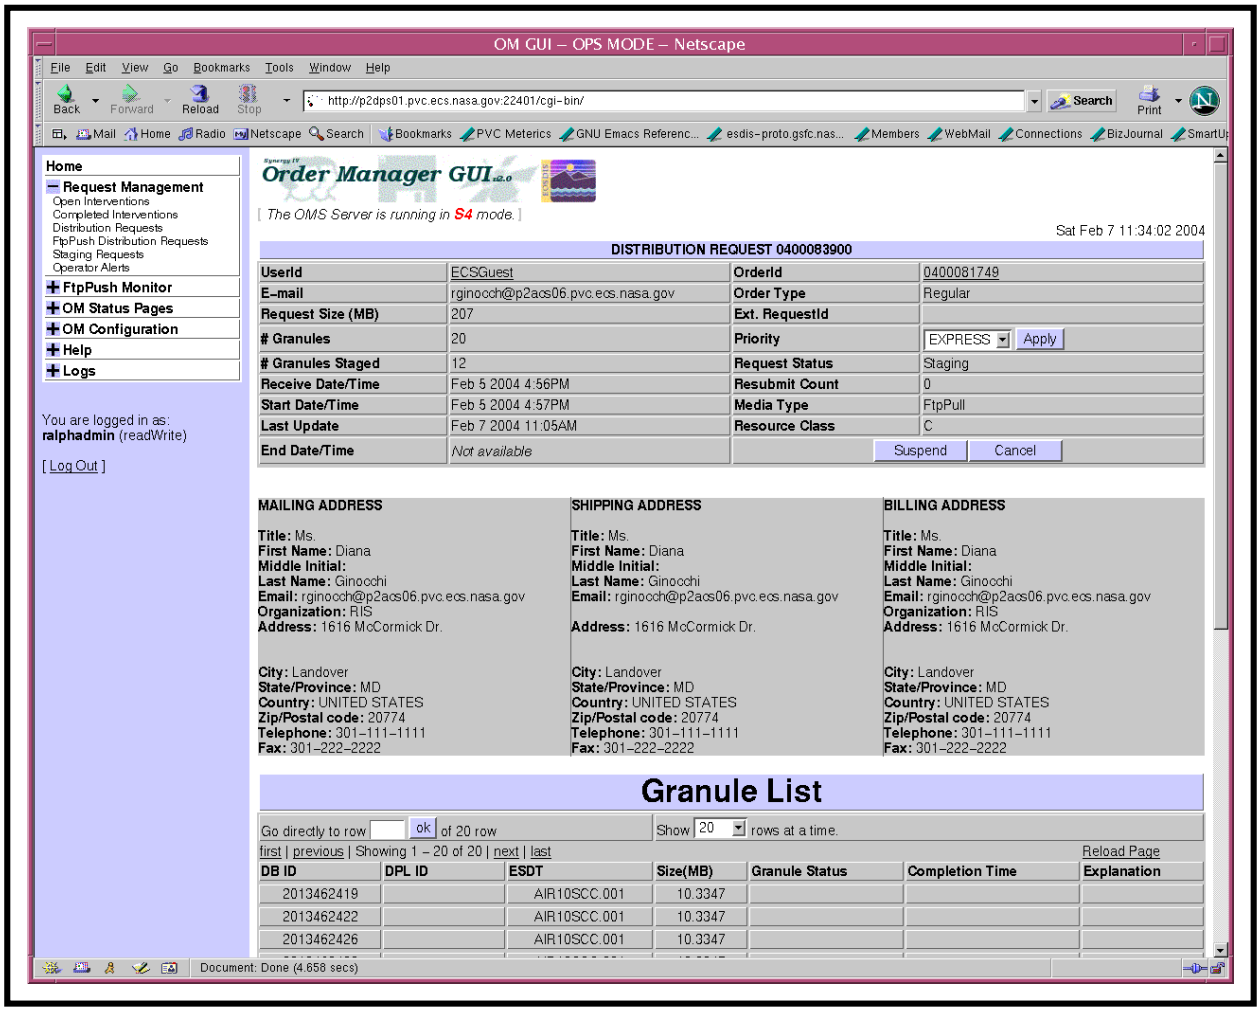

Figure 34. Distribution Request Detail (DISTRIBUTION REQUEST X) Page
– For example, clicking on Request ID **0400083900** brings up a **Distribution Request Detail** page (i.e., **DISTRIBUTION REQUEST 0400083900 -** Figure 34) that displays the following types of data concerning the request:
- **Request Size (MB).**